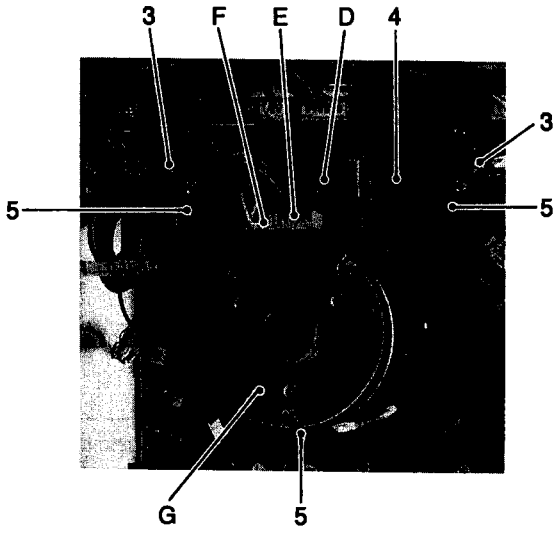

**Fig. 2-3-6**
4) Remove two screws 3 and remove the REC ITI board by lifting upward. (Fig. 2-3-6)
5) Remove one screw 4 and do the head cleaner assembly D. (Fig. 2-3-6)
6) Disconnect connectors E and F from the drum assembly. (Fig. 2-3-6)
7) Remove three screws 5 and remove the drum assembly G. (Fig. 2-3-6)